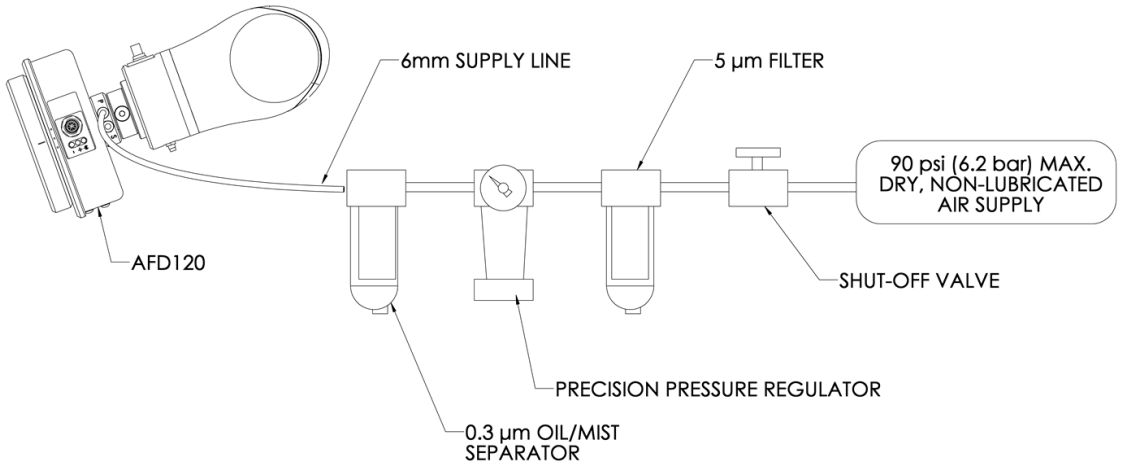

Figure 8: Pneuamtic Configuration
-1 or -2 mounting flange is aligned and positioned into the mounting bracket such that the THRU holes are aligned. At that point, the M8x1.25 shoulder bolt should be inserted and threaded into the AFD120 mounting bracket to tighten the assembly as shown in Figure 8. This bolt should be torqued to 40N-m (30ft-lbs).
The pneumatic supply system should be configured as shown in Figure 8.
Under most circumstances the standard internal purge will provide sufficient air to keep the 120 *Series* free of contaminates. In applications where the environment contains very small suspended particulate matter, additional purge air flow must be used to ensure that the AFD remains clear of foreign matter. An auxiliary Purge Port on the 120 *Series* (See Figure 8) provides a pneumatic connection to supply this additional air flow. The port accepts a metric R 1/8 tapered pneumatic fitting. PushCorp can provide fittings for english or metric tubing. The input pressure to the purge port can range from 10 PSI to 60 PSI (0.7 – 4.1 bar) with a flow rate of 0.5 to 2.0 SCFM (14 – 56 l/min) depending on the application. The purge air must be dry and non-lubricated, however it need only be filtered to 20 microns.